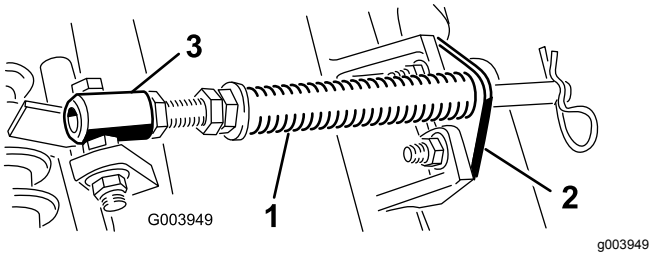

Figur 5
A. Fjern de to låseskruene og mutterne som fester stangbraketten til klippeenhetstappene (Figur 5).
B. Fjern flensmutteren som fester fjærrørsskruen til bærerammetappen (Figur 5). Fjern enheten.